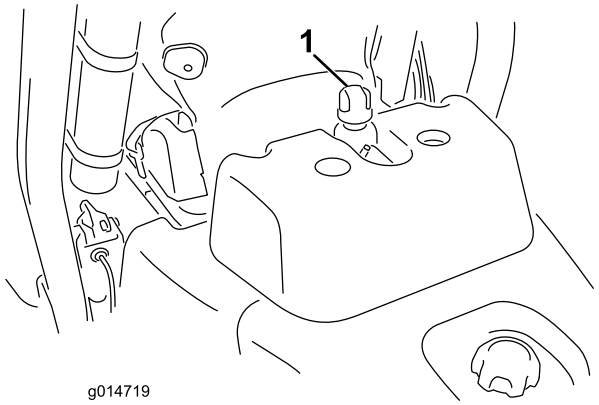

**Figuur 27**
2. Verwijder de dop van het reservoir (Figuur 27).